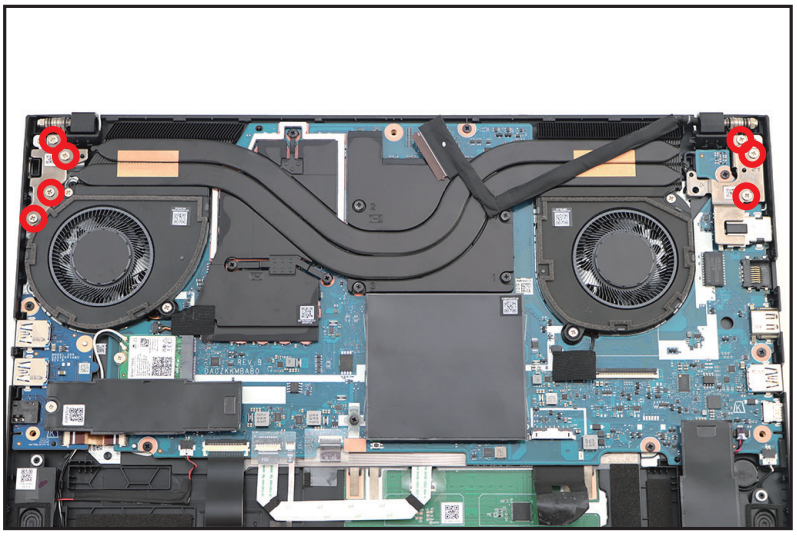

Figure 1-29. LCD Module Removal
2. Remove seven (7) screws securing the LCD hinges (Figure 1-29).